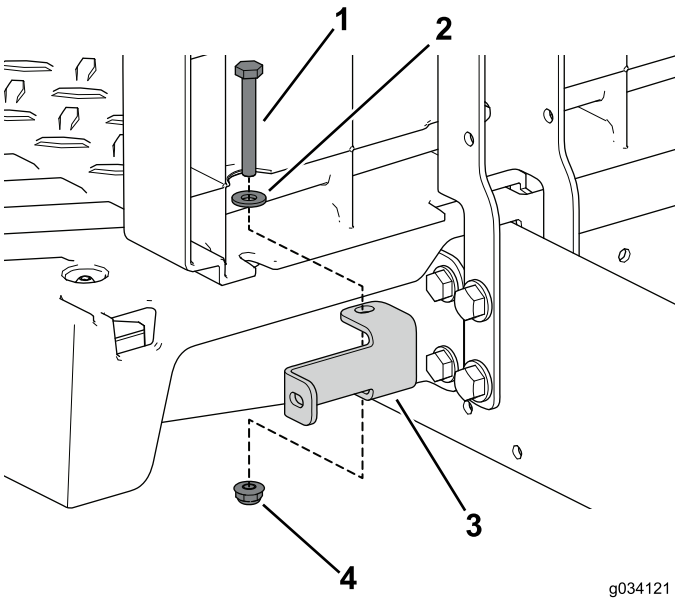

Figura 41
6. Utilize os dois parafusos flangeados (¼" x 2"), anilha e porca de bloqueio para prender o suporte do painel esquerdo e direito à máquina (Figura 41).